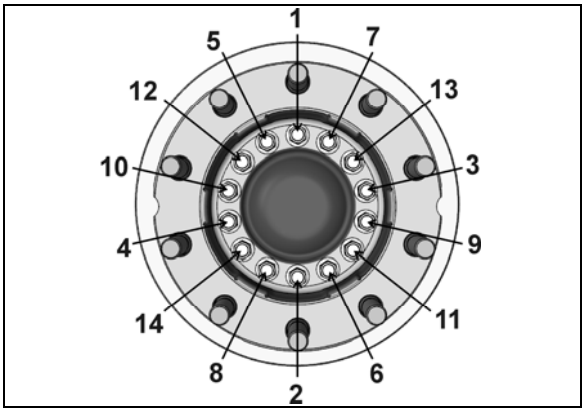

FIGURE 16 : VIS HEXAGONALE DE BRIDE DU MOYEU
12. Assujettir la bride du moyeu et le disque sur le roulement intégré en utilisant 14 vis d'assemblage neuves (à usage unique). Se reporter à la FIGURE 16 pour la séquence de serrage.